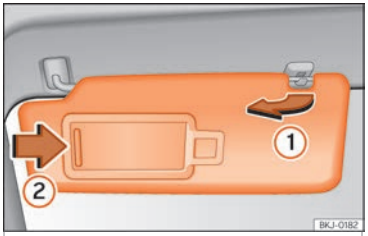

Fig. 148 Pala do sol do lado do condutor.
- A pala do sol pode ser puxada para fora da fixação e ser virada para a porta ››› Fig. 148 (1).